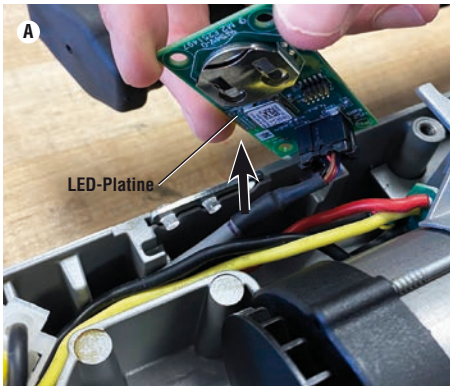
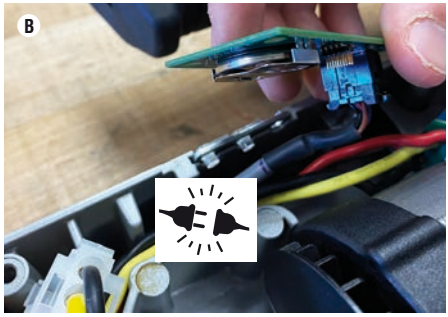

**Abbildung 3A – Anheben der LED-Platine**
**Abbildung 3B – Trennen der LED-Platine**
3. Die LED-Platine anheben, siehe Abbildung 3a, den Stecker abziehen, *siehe Abbildung 3b*, und die LED-Platine entfernen.